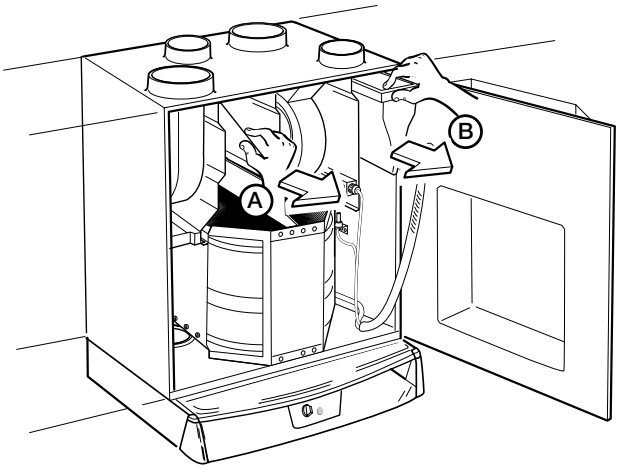

Figur 16. Filtrens placering i aggregatet (filtren kan vara av annan typ än de som visas på bilden).
3. Dra ut filtren A och B, se figur 16.